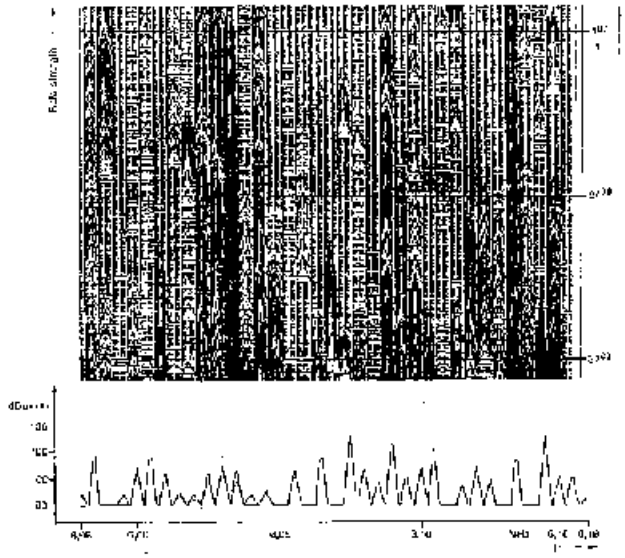

Fig. 7 Recording of 49-m band on Recorder ZSKT; XYT representation (above) and XY representation (below).
- Graphic representation of field strength of selected frequency bands either in form of a line spectrum or as a continuous curve on an XY recorder plus output of measured field-strength level and, for example, of modulation depth on a printer (Figs 7 to 11).